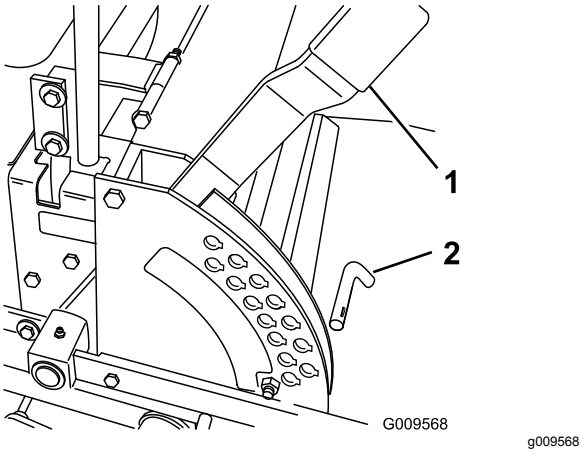

Figur 28
1. Hev klippehøydespaken til TRANSPORT-posisjon (også 127 mm klippehøydespakeposisjon) (Figur 28).
2. For å justere fjerner du bolten fra klippehøydebraketten (Figur 28).
3. Velg det hullet i klippehøydebraketten som svarer til ønsket klippehøyde, og sett inn pinnen (Figur 28).